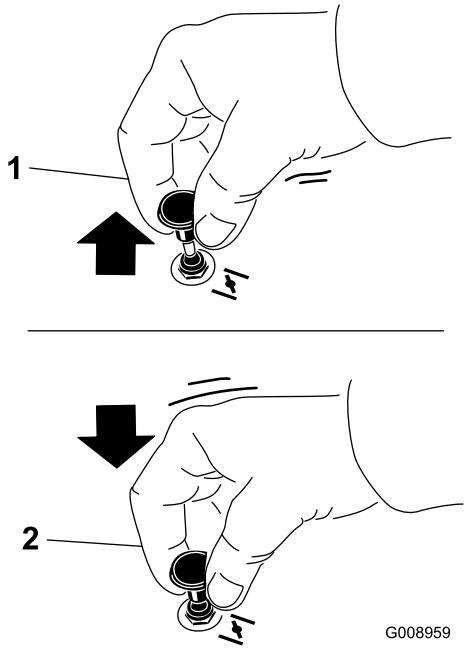

Figuur 14
2. Trek de knop van de choke omhoog om deze in te schakelen voordat u de contactschakelaar inschakelt (Figuur 14).
3. Druk de choke omlaag om deze weer uit te schakelen nadat de motor is gestart (Figuur 14).